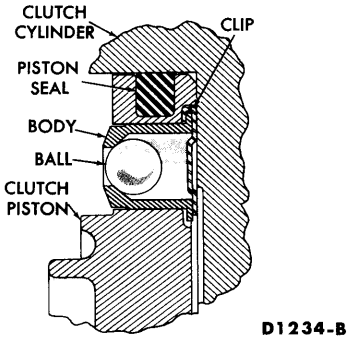

FIG. 16—Front Clutch Piston
10. Inspect the clutch piston for scores and replace if necessary. Check the clutch piston check ball for free movement and proper seating (Fig. 16).